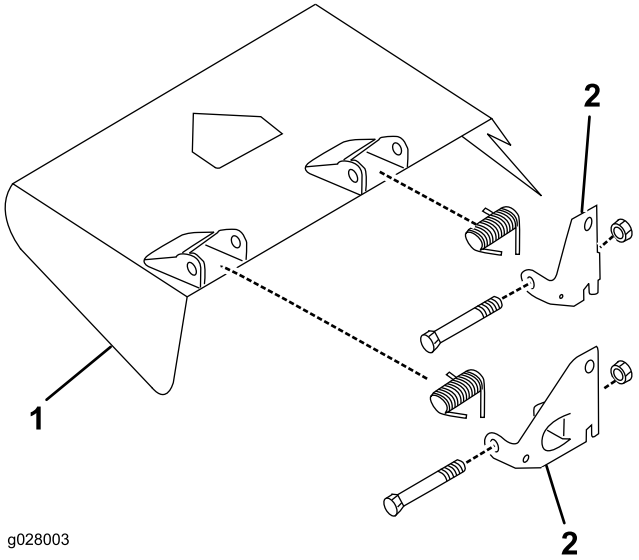

**Figura 6**
3. Con los tornillos de caperuza, las contratuercas y los muelles que retiró anteriormente, instale los nuevos soportes de giro en los soportes del deflector (Figura 6).